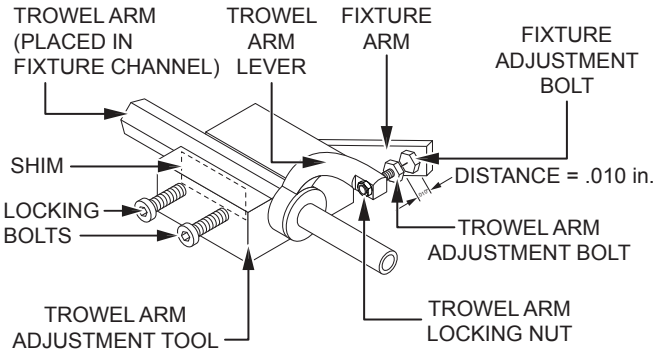

Figure 77. Trowel Arm Adjustment
1. Unscrew the locking bolts on the adjustment tool and place a trowel arm (with lever attached) into the fixture channel as shown in Figure 77.
3. A thin shim (Figure 77) may be required to cover the blade holes on the trowel arm. Be sure to align the trowel arm adjustment bolt with the fixture adjustment bolt.
4. Tighten the locking bolts (Figure 77) to secure the trowel arm in place.
5. Adjust the bolt distance shown in Figure 77 to match one of the arms. The other arms will be adjusted to match this distance.